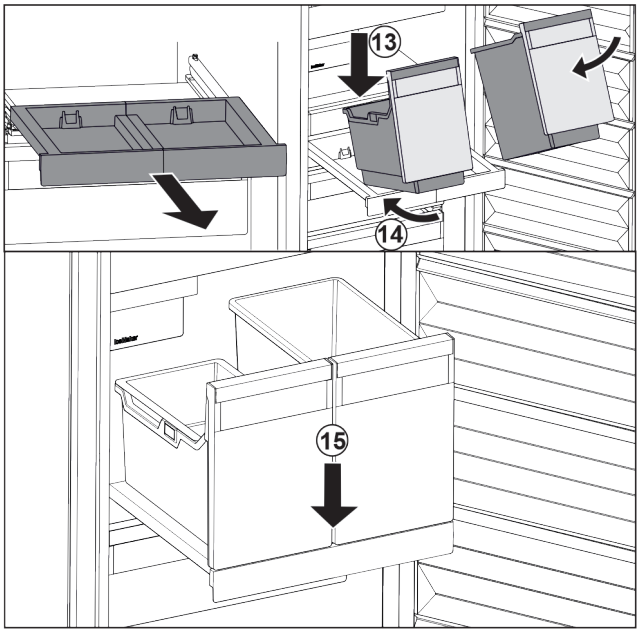

*Fig. 145*
▶ Bak schuin op het uitschuifplateau plaatsen. *Fig. 145 (13)*
▶ Bak er schuin naar achteren inschuiven. *Fig. 145 (14)*
▶ Bak aan voorzijde neerzetten. *Fig. 145 (15)*